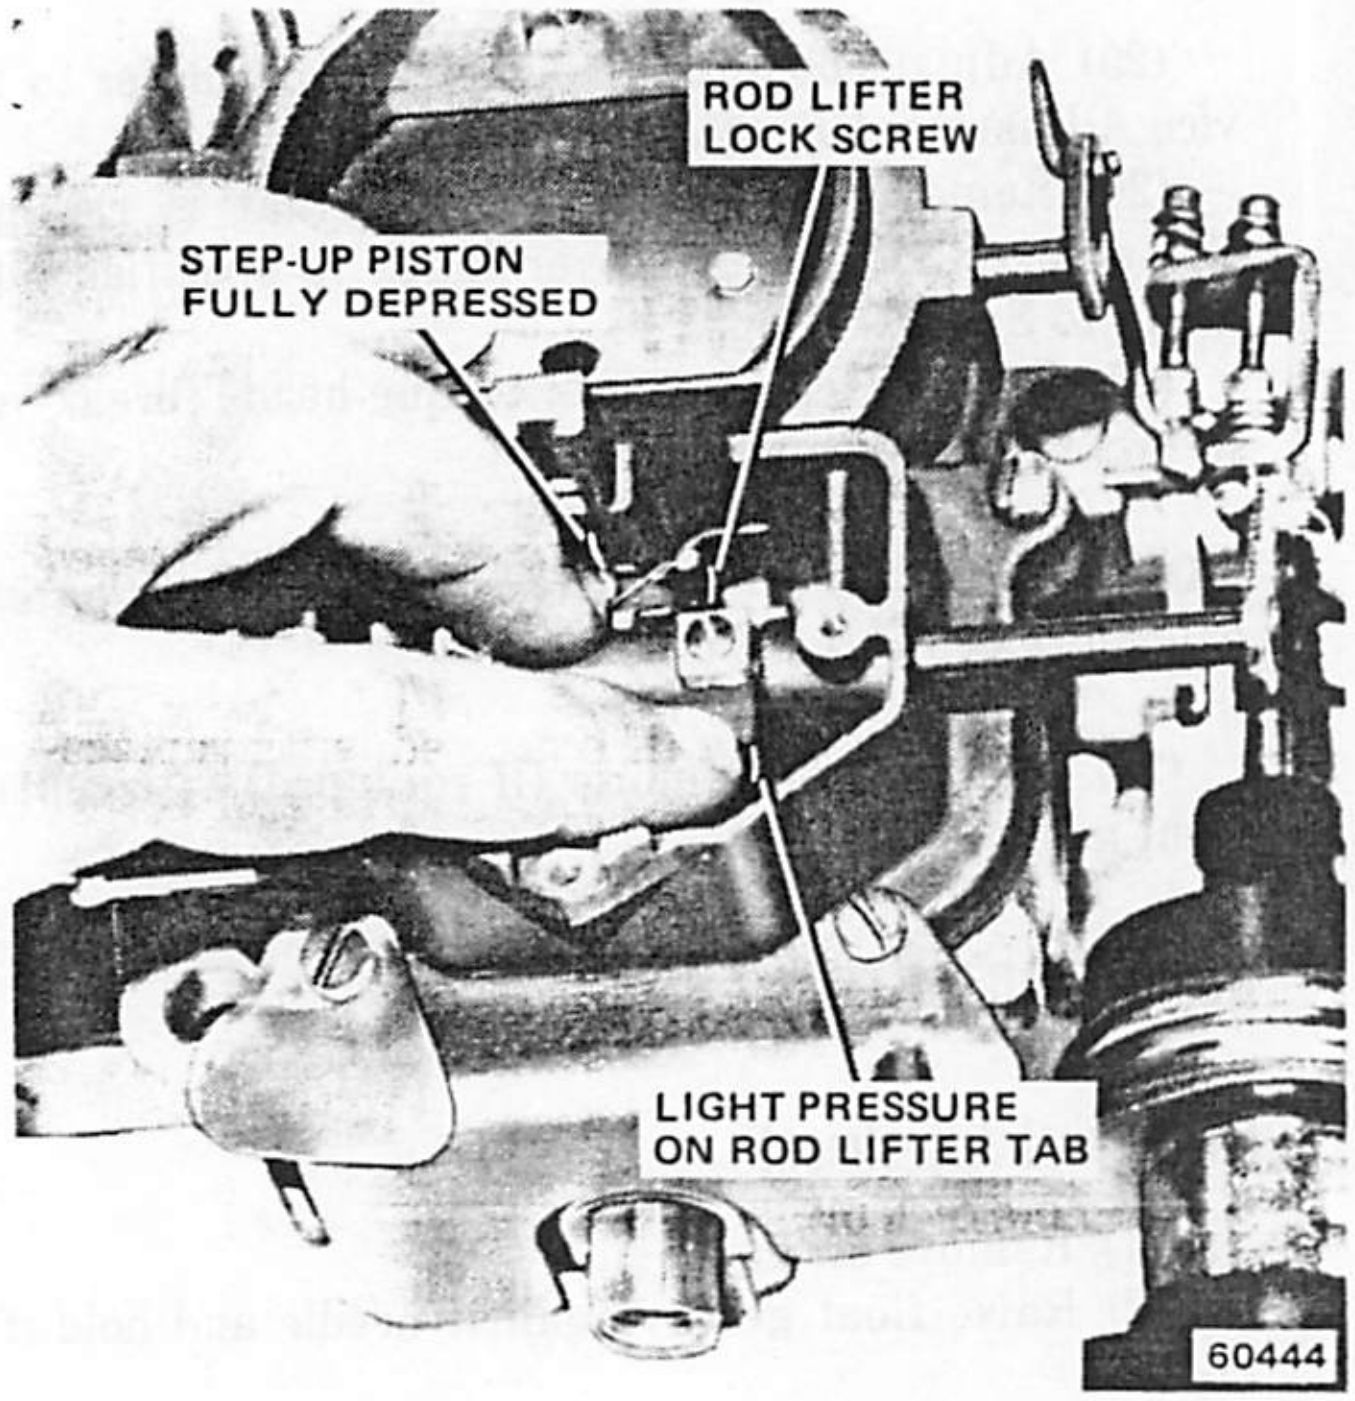

Fig. 1J-109 Vacuum Piston Adjustment
The vacuum piston gap is a critical adjustment (fig. 1J-109). Turning the adjusting screw clockwise richens the air/fuel mixture. Turning the adjusting screw counterclockwise leans the air/fuel mixture. Turn adjusting screw to adjust gap. Refer to Specifications.
(1) Adjust gap in vacuum piston to specification.
(2) Back off idle speed adjustment screw until throttle valves are completely closed. Count number of turns and note so that screw can be returned to original position. Turn idle speed adjustment screw until it barely contacts stop, then turn one full turn further.
(3) Fully depress vacuum piston while holding moderate pressure on rod lifter tab. While in this position, tighten rod lifter lock screw (fig. 1J-109).
(4) Release piston and rod lifter.
(5) Adjust accelerator pump as outlined below.
(6) Return idle speed adjustment screw to its original position.
(7) Install dust cover.